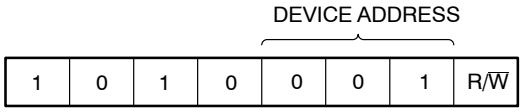

Figure 4. Slave Address Bits
The Master initiates data transfer by creating a START condition on the bus. The Master then broadcasts an 8−bit serial Slave address. The first 4 bits of the Slave address are set to 1010, for normal Read/Write operations (Figure 4). The next 3 bits are set to 0 0 1. The last bit, R/$\overline{W}$, specifies whether a Read (1) or Write (0) operation is to be performed.